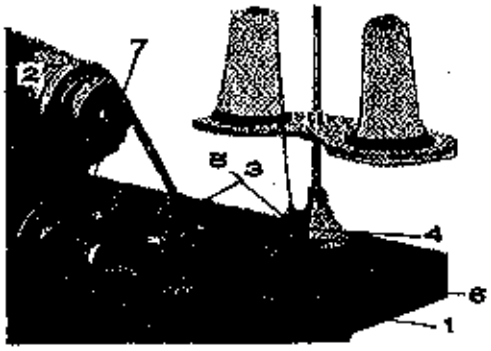

Fig 4
1. PLACE THE BOBBIN (3) ON SPINDLE WINDER.
2. PASS THE THREAD THROUGH THE HOLE (4) OF THE BOBBIN WINDER THREAD GUIDE AND THROUGH THE TENSION DISCS (5) FROM THE REAR
3. PULL THE END OF THE THREAD AND WIND IT AROUND THE EMPTY BOBBIN SEVEN OR EIGHT TIMES FROM THE BOTTOM UP AS SHOWN BY THE ARROW IN FIG. 4.
4. PUSH THE BOBBIN WINDER LEVER (1) DOWN UNTIL THE BOBBIN WINDER WHEEL (2) PRESSES AGAINST THE DRIVE BELT.
7. YOU CAN EASILY ADJUST THE MAXIMUM QUANTITY OF THREAD TO BE WOUND UP ON THE BOBBIN BY ADJUSTING THE SCREW (7) WHICH CONTROLS LATCH (6).
8. IF THE THREAD DOES NOT WIND EVENLY ON THE BOBBIN, ADJUST THE POSITION OF THE BOBBIN WINDER THREAD GUIDE (4) BY MOVING IT TO THE RIGHT OR LEFT AFTER LOOSENING THE SCREW.